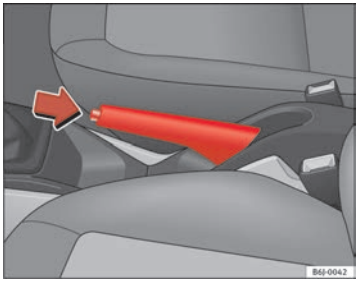

Fig. 102 Handbrake between the front seats
– Pull the handbrake lever up firmly ⇒ fig. 102.
– Pull the lever up slightly and press the release knob in the direction of the arrow ⇒ page 139, fig. 102 and guide the handbrake lever down fully ⇒ ⚠.